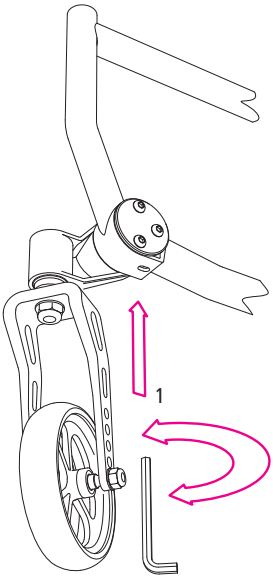
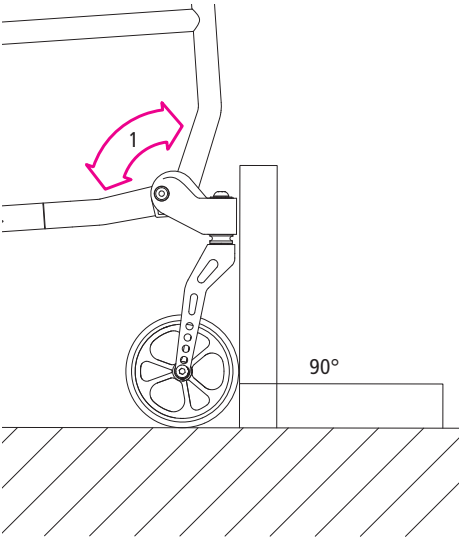

afb. 59
afb. 60
2. U kunt nu een inbussleutel van 5 mm door het gat in de bodem van de zwenkwielvork-behuizing steken en de hoek aanpassen (1, afb. 60) door te draaien (1, afb. 59).